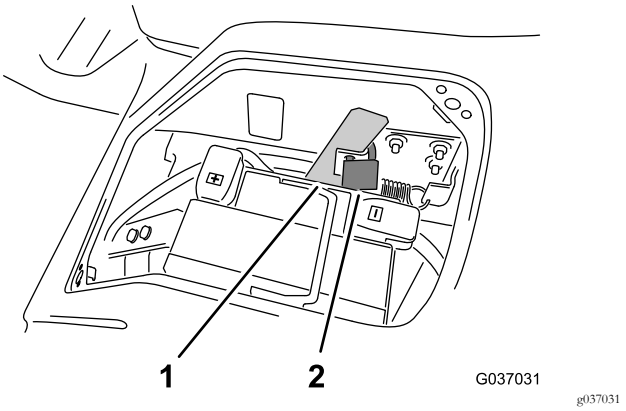

Figuur 2
2. Verwijder, indien aanwezig, het slot waarmee de greep van de platformvergrendeling is vastgemaakt (Figuur 2).